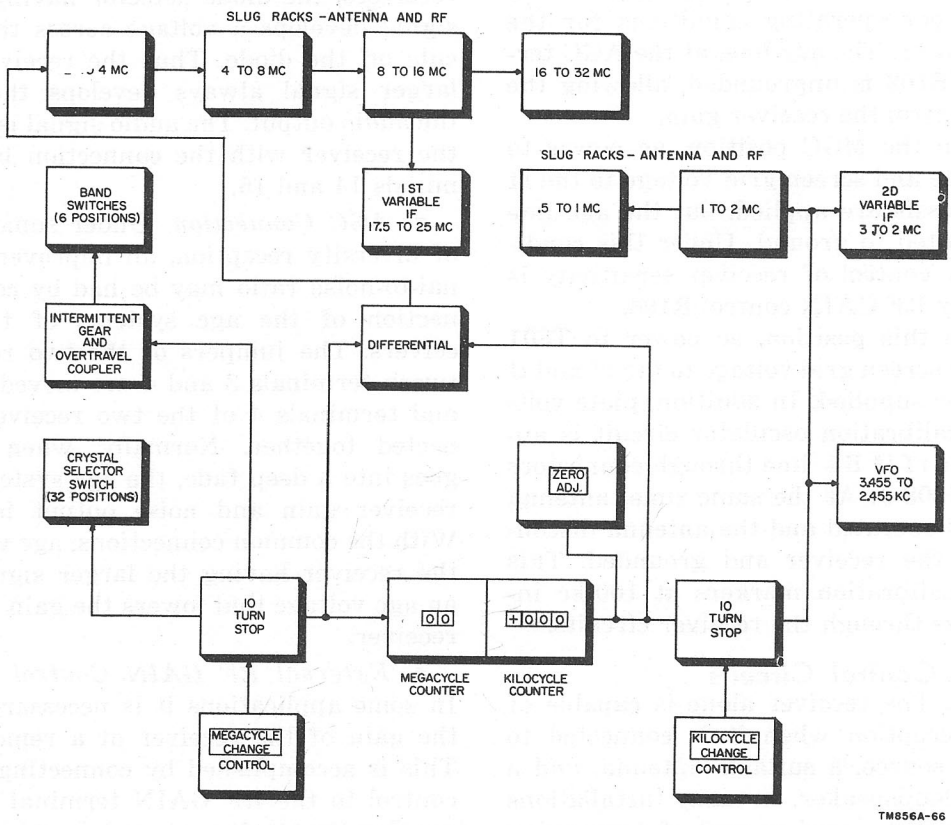

Fig. 49. Tuning system, mechanical, block diagram.
(fig. 49)
a. General. The mechanical tuning system of Radio Receiver R-390A/URR controls the permeability tuning and switching to provide continuous linear tuning over a range of .5 to 32 mc in 32 steps. Each step, or band of the MEGACYCLE CHANGE control (except the first band), is tuned linearly over a range of 1 mc. The first band is tuned from .5 to 1 mc. Although the counter can be set between 00 000 and 00 500, no signal reception is possible. The frequency to which the receiver is tuned is indicated on a counter-type dial, which indicates the frequency in kilocycles. Figure 49 is a simplified block diagram of the mechanical tuning system.